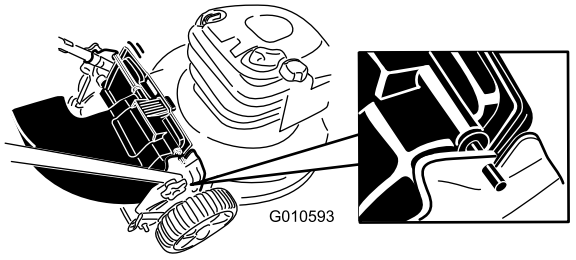

Figure 17
4. Insérez la tige du déflecteur d'éjection arrière dans les crans de la tondeuse (Figure 17).